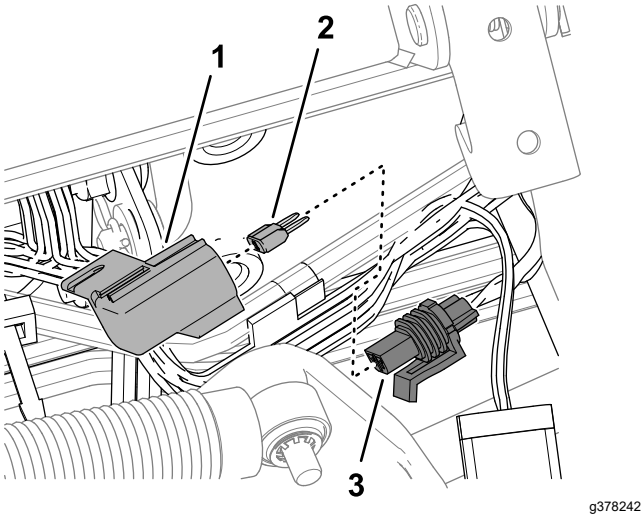

Figuur 105
3. Verwijder de dop van de lijnzekeringhouder met de aanduiding 10 A FUSE TELEMATIC PWR (Figuur 105).